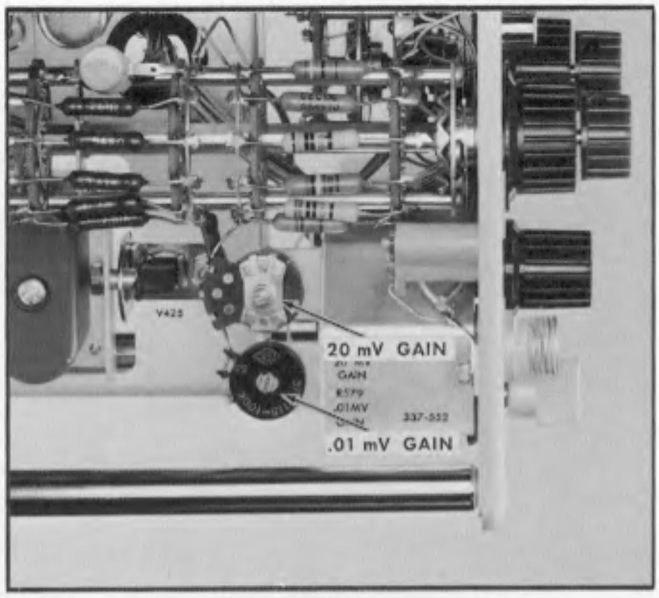

Fig. 6-17. Location of .01 mV GAIN and 20 mV GAIN controls.
o. Adjust the Type 2A61 .01 mV GAIN control Fig. 6-17, for 4 divisions of display on the Type 561A CRT.
u. Adjust the Type 2A61 20 mV GAIN control, Fig. 6-17, for 4 divisions of display on the Type 561A CRT.